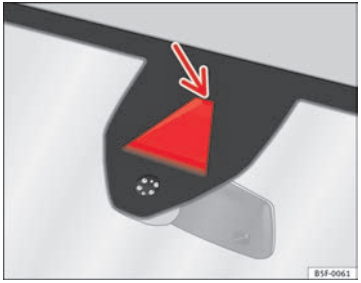

Fig. 103 In the windscreen: Field of vision of the Lane Assist system camera
- Before starting a journey, verify that the field of vision of the camera is not covered ⇒ Fig. 103.